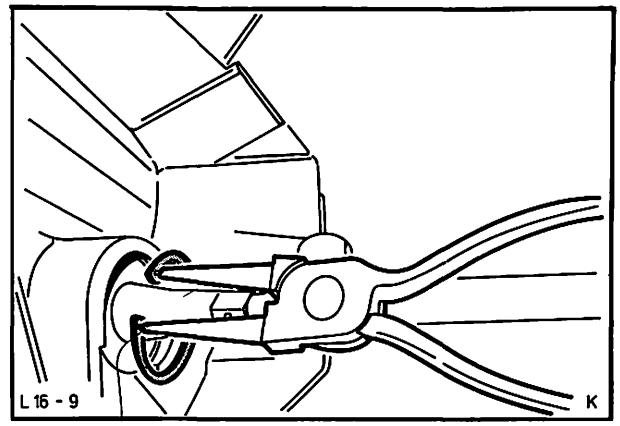

Abb. 12 Sicherungsring – Tachoantriebswelle
10. Tachowelle vom Antrieb lösen (1 Sprengring), Abb. 12, und Abdeckung – Kupplungsgehäuse unten abschrauben (2 Schrauben).